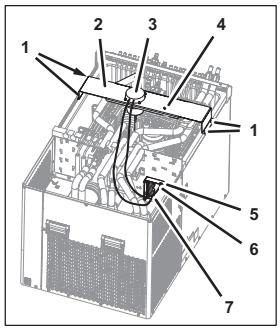

Fig. 32
1. Disconnect the plugs (Fig. 32/6 and 7) of the agitator motor (Fig. 32/3) from control system 1 (Fig. 32/5).
2. Remove the fastening bolt (Fig. 32/4) from the solenoid valve holder.
3. Remove the fastening bolts (Fig. 32/1) from the agitator motor mount (Fig. 32/2).
4. Lift the agitator motor mount (Fig. 32/2) with agitator motor (Fig. 32/3) out of the unit.
10. Position the new agitator motor mount (Fig. 32/4) within the unit.
11. Attach the agitator motor mount (Fig. 32/4) using the fastening bolts (Fig. 32/1).
12. Connect the plugs (Fig. 32/6 and 7) of the agitator motor (Fig. 32/3) to control system 1 (Fig. 32/5).